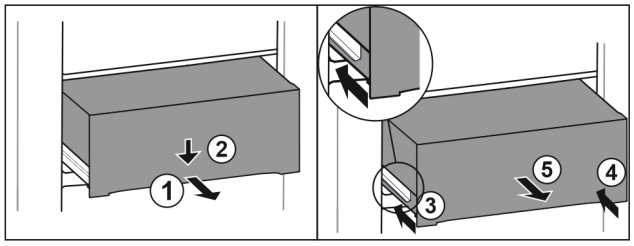

Fig. 225
▶ Pull out drawer half-way. *Fig. 225 (1)*
▶ Push the drawer down at the front. *Fig. 225 (2)*
▶ Push the left rail in by about 2 cm. *Fig. 225 (3)*
▶ Push the right rail in by about 2 cm. *Fig. 225 (4)*
▶ Remove drawer to the front. *Fig. 225 (5)*